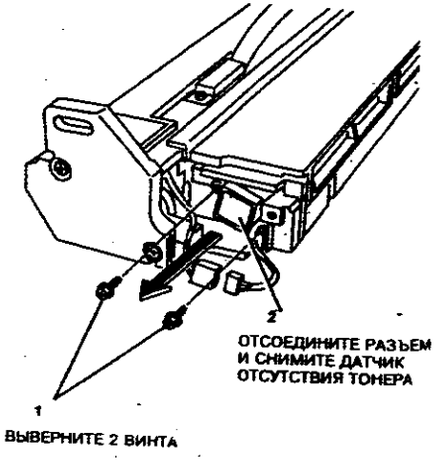

**Рисунок 2. Снятие датчика отсутствия тонера**
4. (Рисунок 2) Снимите датчик отсутствия тонера.